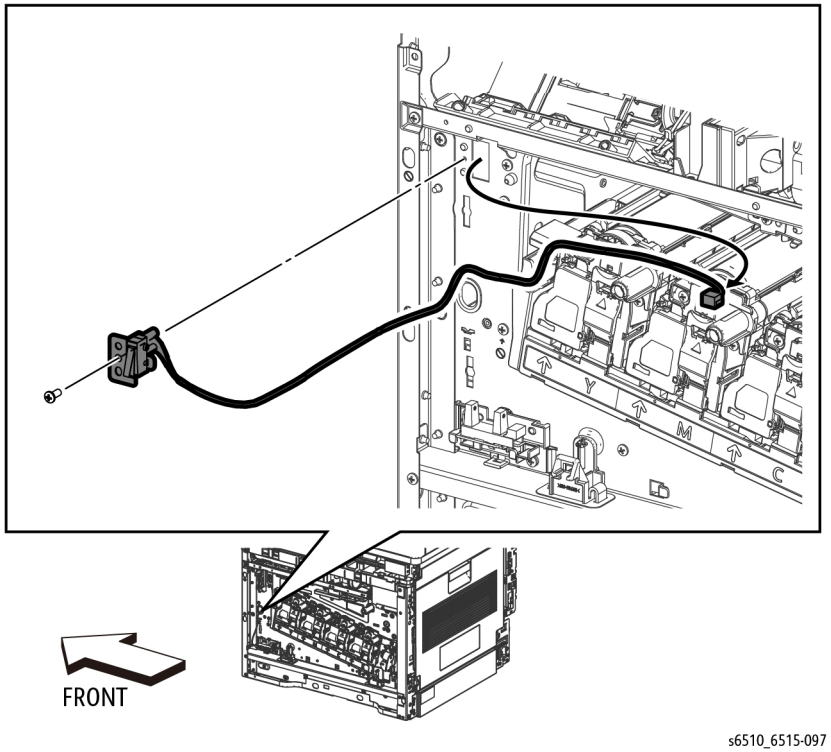

Figure 2 Remove the Side Interlock Harness Assembly (MFP)
9. Refer to Figure 2 to remove the screw (silver, M3x6mm) attaching the Side Interlock Harness Assembly and remove the harness.